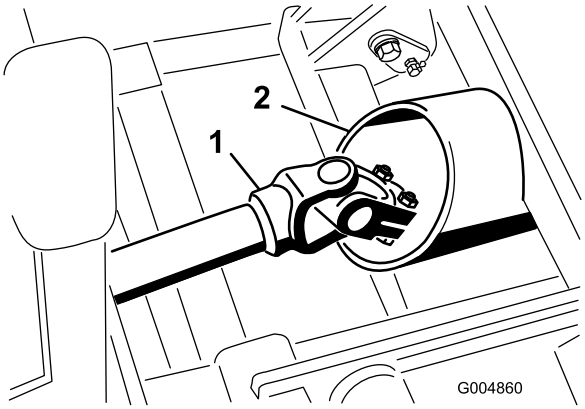

Figur 105
27. Rul forsigtigt vinterstelsamlingen i position, mens drivakslen føres gennem stelrøret (Figur 105).